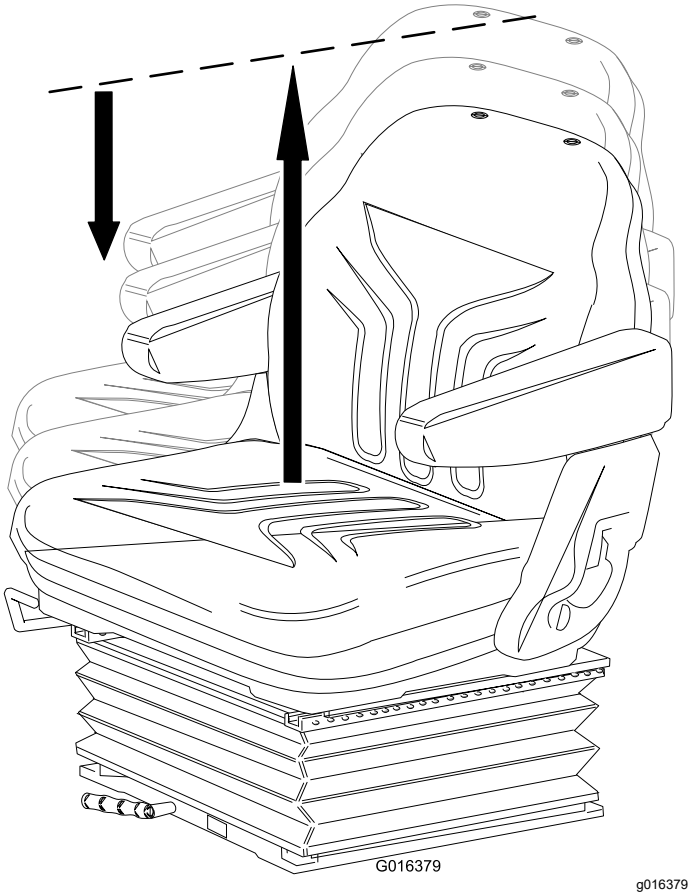

Figur 24
- Løft setet manuelt for trinnvis høydejustering (Figur 24).